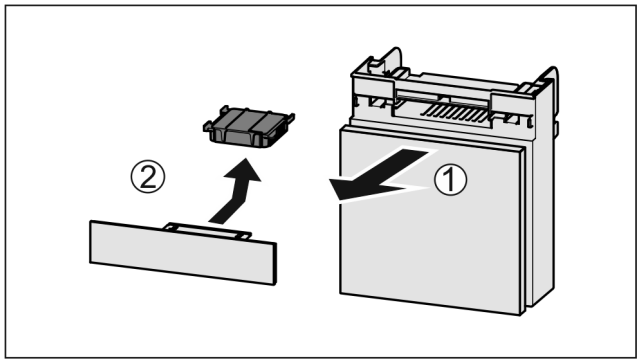

Fig. 236
▶ Extrageți *Fig. 236 (1)* compartimentul către înainte.
▶ Scoateți *Fig. 236 (2)* filtrul de cărbune activ.